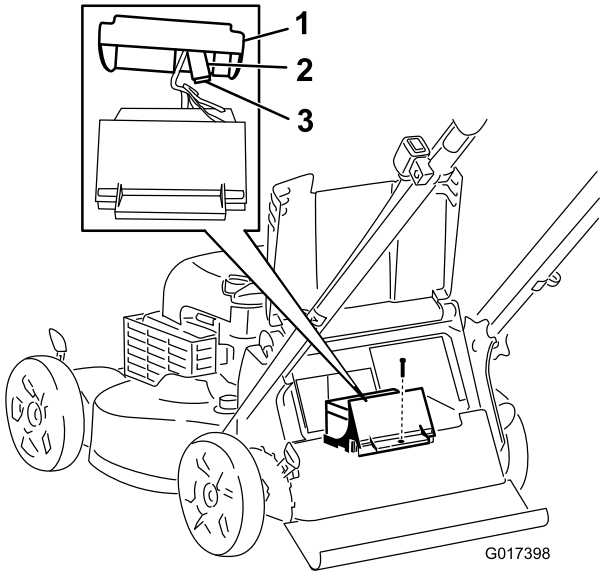

Figure 24
3. Enlevez la vis de fixation du logement de la batterie, sortez la batterie et trouvez le fusible (Figure 24).
4. Remplacez le fusible dans le porte-fusible (Figure 24).